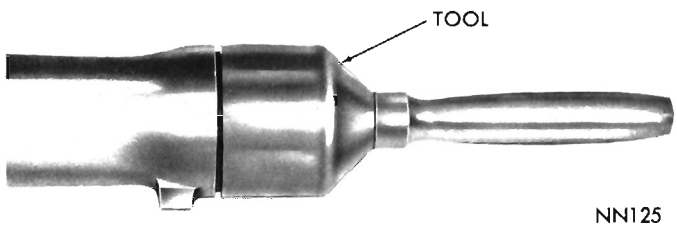

Fig. 17—Installing Extension Housing Yoke Seal
(4) Drive a new oil seal into housing with Tool C-3995 or C-3972 (Fig. 17).
(4) To install a new seal, position seal in opening of extension housing and drive it into housing with Tool C-3995 or C-3972 (Fig. 17).
(5) Carefully guide front universal joint yoke into extension housing and on the mainshaft splines. Connect propeller shaft to rear axle pinion shaft yoke.
(6) Fill transmission to level of fill plug (Refer to Lubrication Section).